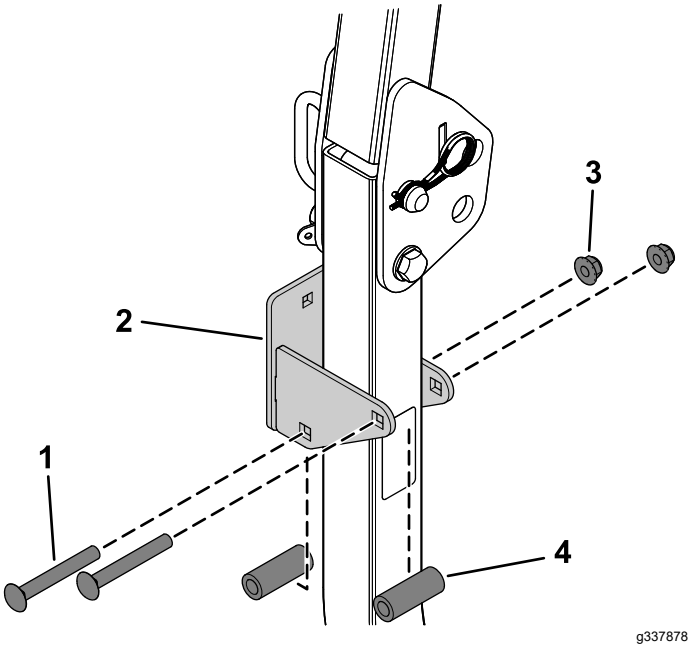

Figure 4
2. Install the support bracket to the right post of the roll bar using 2 tube spacers, 2 carriage bolts (3/8 x 3 inches), and 2 flange nuts (3/8 inch) as shown in Figure 4.